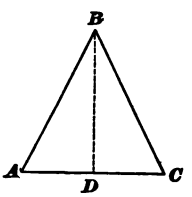
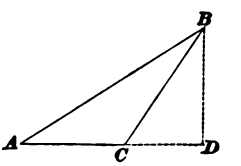

FIG. 30.
FIG. 31.
60. The **altitude** of any triangle is a line, as $B\ D$, drawn from the vertex B of the angle opposite the base $A\ C$, perpendicular to the base, as in Fig. 30, or to the base extended, as in Fig. 31.